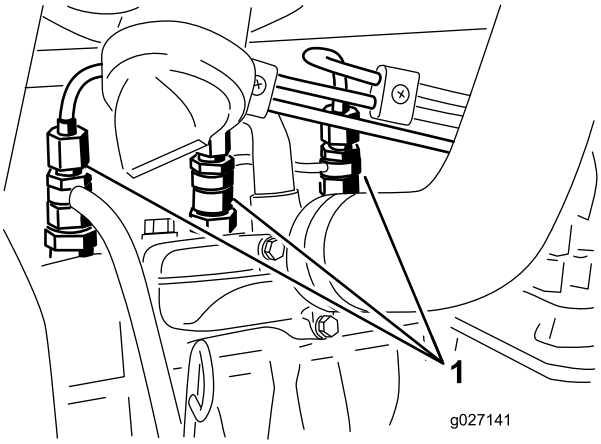

Figuur 58
1. Draai de leidingconnector naar spuitstuk Nr. 1 en de houder los (Figuur 58).